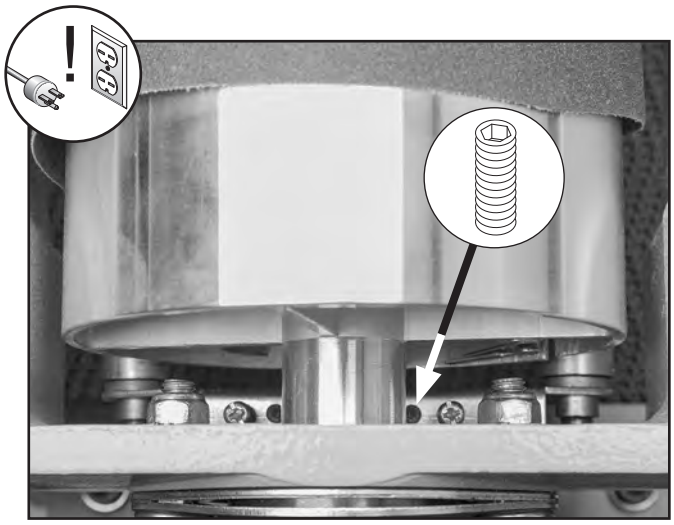

Figure 74. Pressure roller adjustment set screw.
8. At each end of pressure roller that requires adjustment, tighten set shown in **Figure 74** an equal amount.